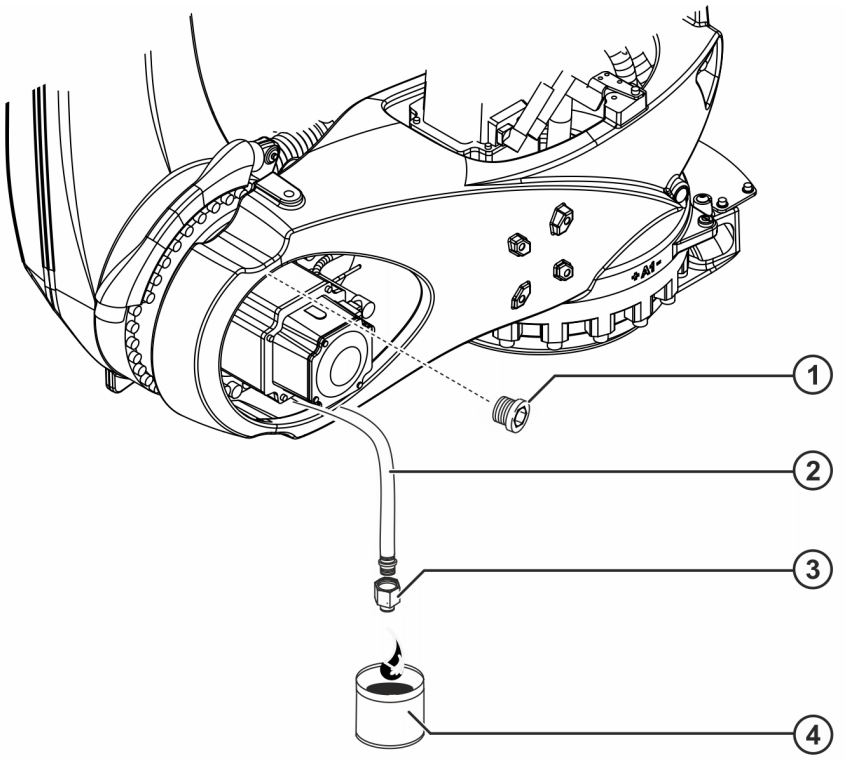

Fig. 8-6: Draining the gear oil from A2
1. Place a suitable receptacle under the rotating column (>>> *Fig. 8-6*).